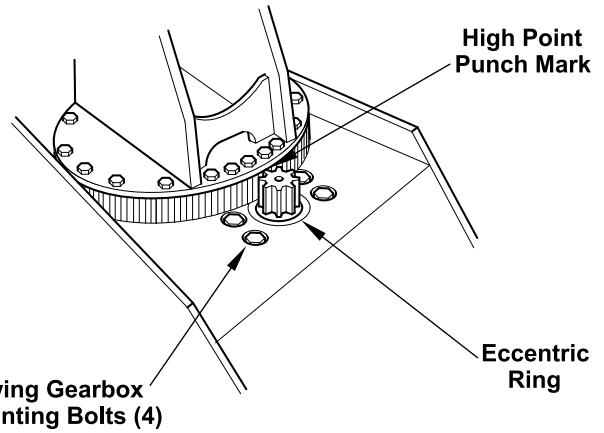

FIGURE 11-74
1. Slightly loosen the four capscrews securing the swing gearbox (Figure 11-74).